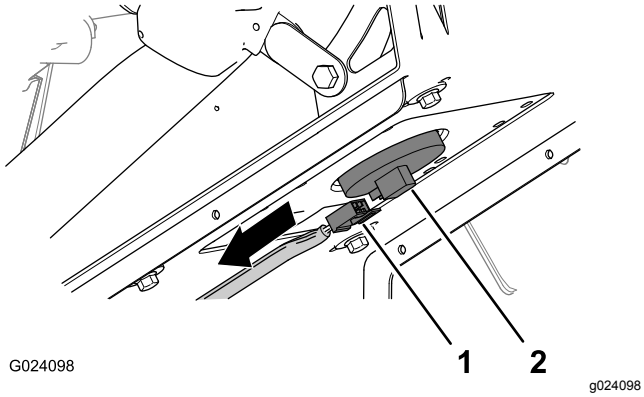

Figur 3
1. Afmonter stikket med 2 sokler på maskinens ledningsnet, der er tilsluttet til sædekontaktens stik (Figur 3).